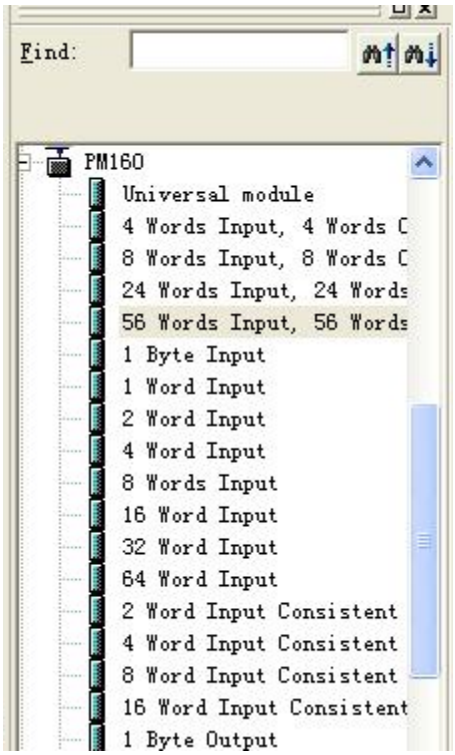

图 6
6. 您可以在这里找到您注册的设备，右侧窗口/Profibus DP/Additional Field Devices/Converter/PM-160/，如图 6 所示